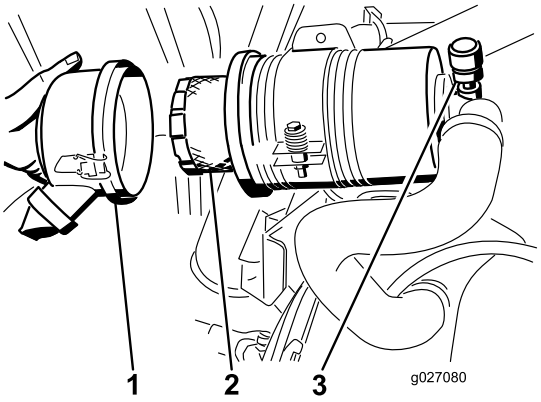

Figur 56
4. Ta bort och byt ut filtret (Figur 56).